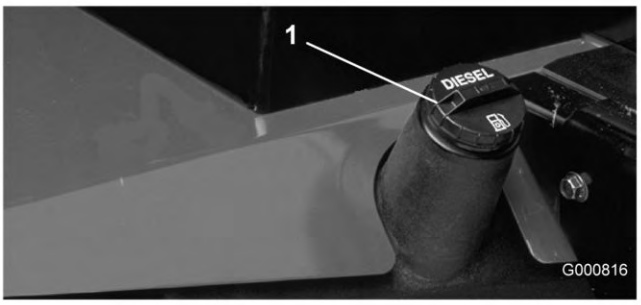

Figura 33
3. Retire a tampa do depósito de combustível (Figura 33).